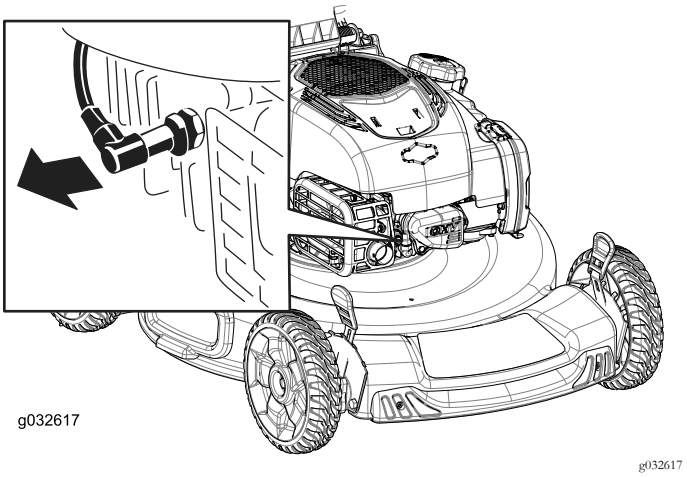

Figuur 32
2. Maak de bougiekabel los van de bougie (Figuur 32).